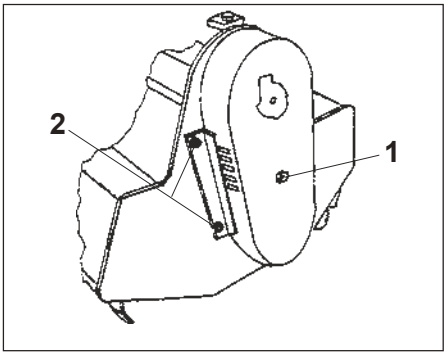

Fig. 15
- Quitar el cárter de protección aflojando los pernos (1 y 2 Fig. 15);